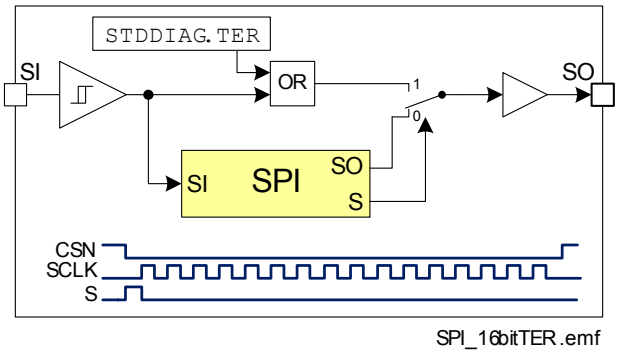

Figure 39 Combinatorial Logic for TER bit
- `TER` Flag will set the Bit number 10 in the STD diagnosis Frame. This Bit is set to HIGH after an undervoltage contition, reset via SPI command, on Limp Home state entering or after an incorrect SPI transmission. TER Flag can be read also direcly on the SO line between the falling edge of the CSN and the first rising edge of the SCLK according to the Figure 39.